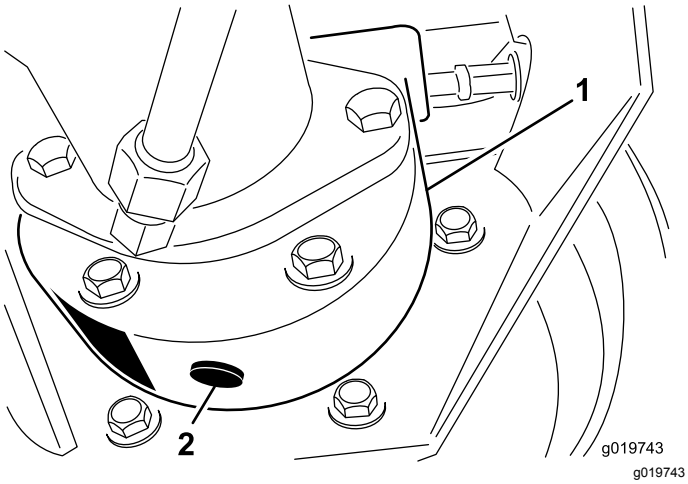

Rysunek 67
3. Umieść miskę spustową pod obudową hamulca, wyjmij korek spustowy i spuść olej (Rysunek 67).